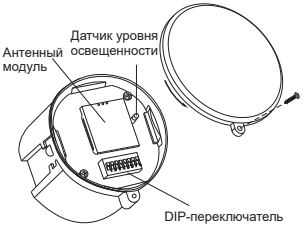

Рисунок 21
4.6.3 Настройка параметров ДД МВ 601 производится DIP-переключателем, который находится под защитной крышкой. Для доступа к необходимо выкрутить винт и открутить по резьбе защитную крышку (рисунок 21).